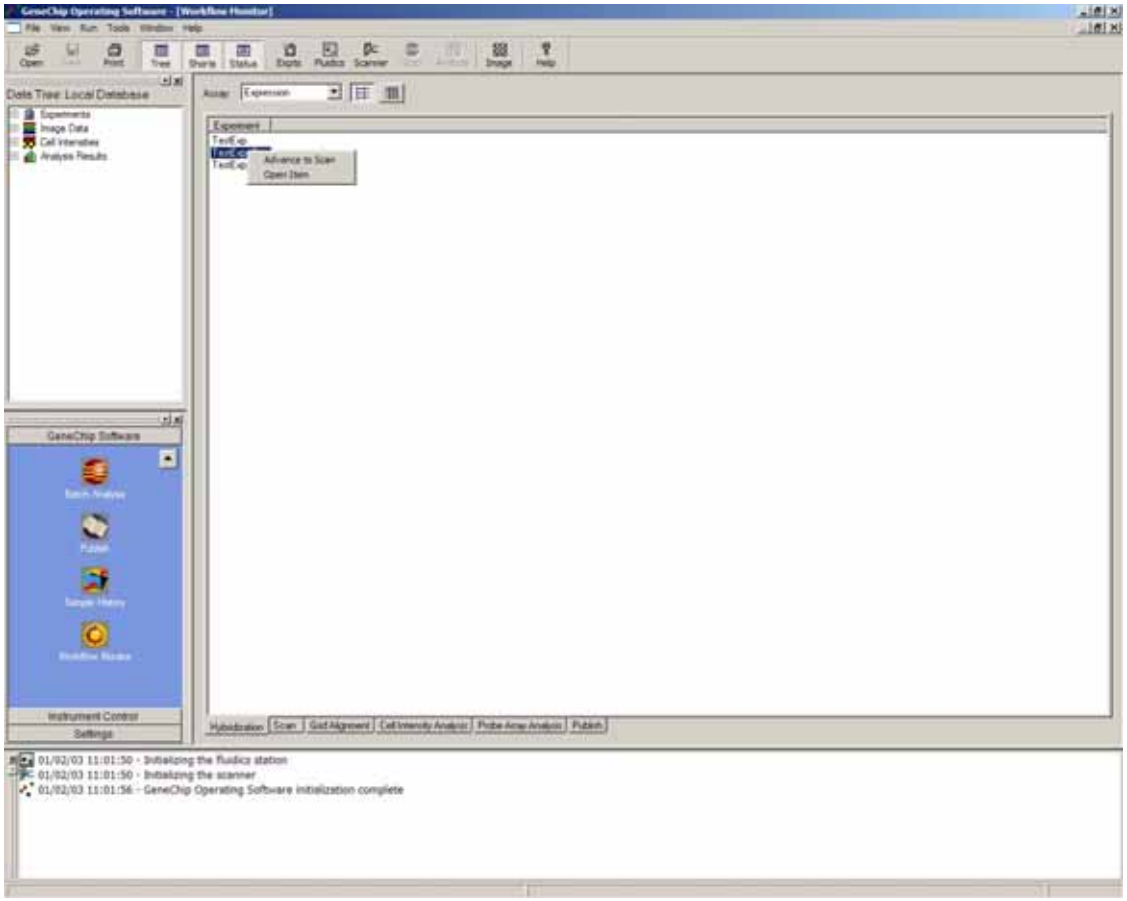

Figure A.30
86. If you want to skip the hybridization step and place the experiment in scan status, right-click TestExp_2 and select **Advance to Scan** from the shortcut menu that appears **(Figure A.30)**.